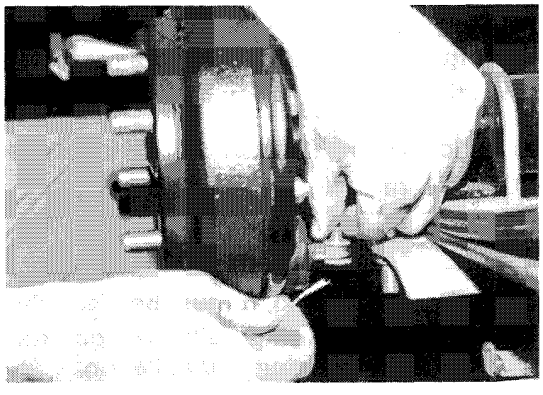

Figure 6-8
3. Remove cotter pins, brake cable clevis pins, cable retaining clips and disconnect brake cables **(Figure 6-8)**.